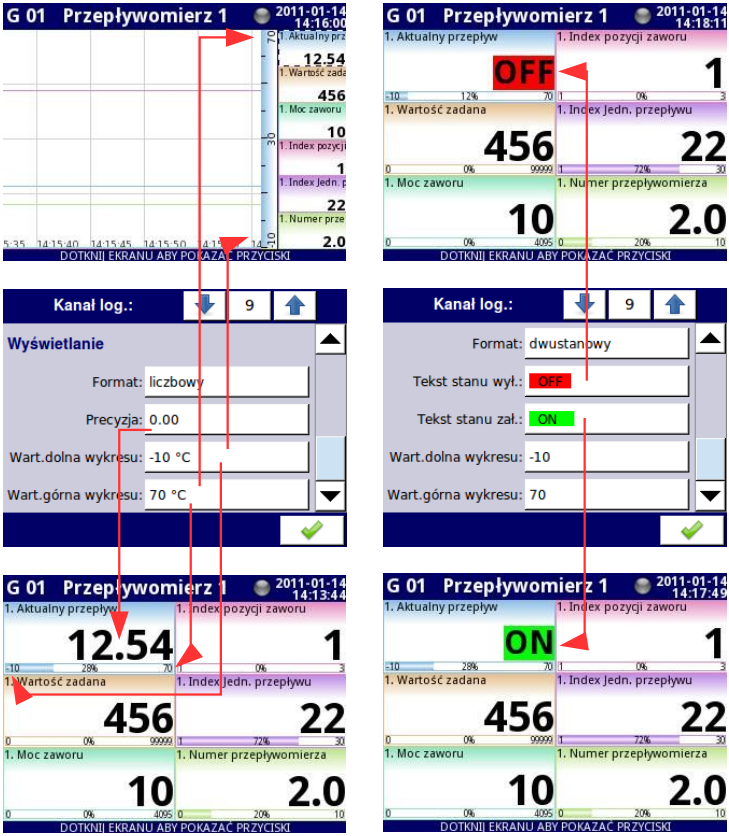

*Rys. 7.55. Menu kanału wejściowego – dwa różne widoki parametrów **Wyświetlania**.*
- **Precyzja** – parametr ten występuje gdy **Format** ustawiony jest jako **liczbowy** lub **czasowy** i określa z jaką precyzją ma być wyświetlana wartość wyjściowa (patrz **Rys. 7.55**),
– **Wartość dolna wykresu** – wartość zakresu dolnego dla wykresów, słupków, wskazówek oraz wskaźników procentowych (patrz **Rys. 7.55**),
– **Wartość górna wykresu** – wartość zakresu górnego dla wykresów, słupków, wskazówek oraz wskaźników procentowych (patrz **Rys. 7.55**),